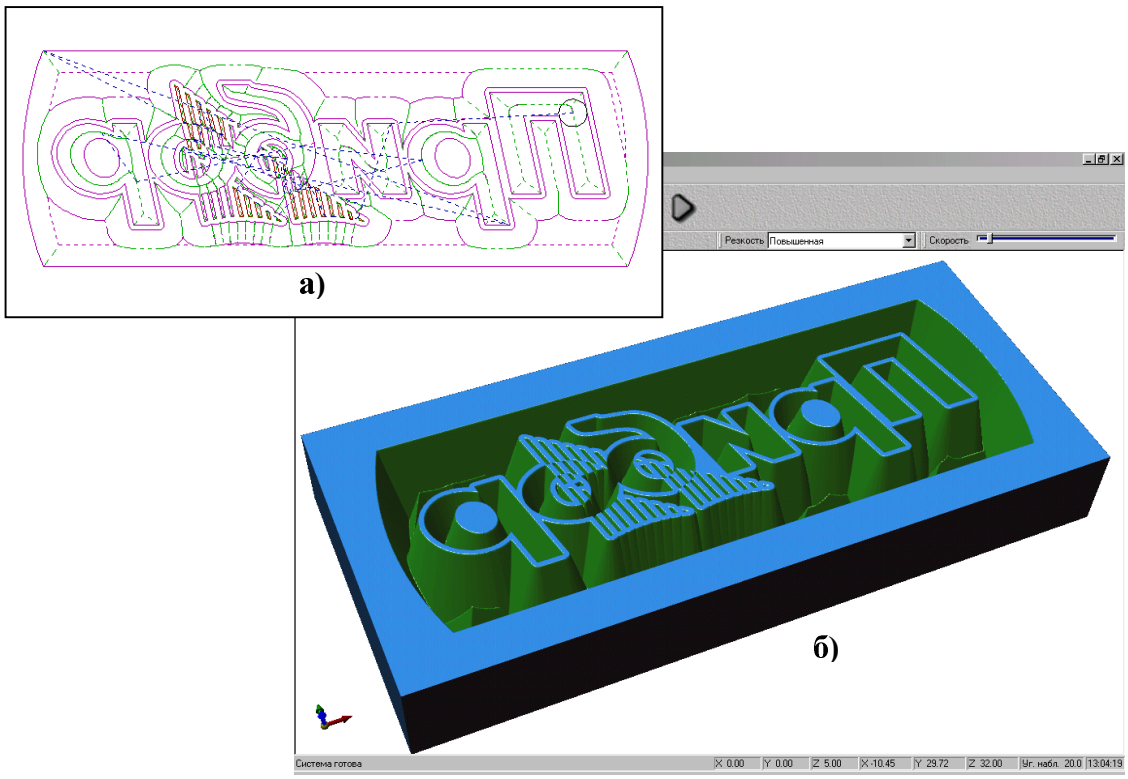

Рис. 52
- Высота профиля букв более 2 мм – использование только операции **“Гравировка 3D”** и гравера большого диаметра (Рис. 52).
Результат обработки представлен на рис. 52а.